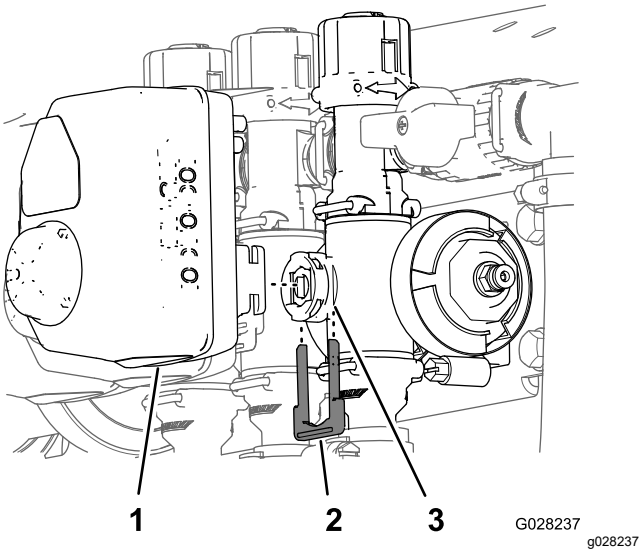

Figuur 67
3. Bewaar de borgclip waarmee de actuator is verbonden met de verdelerklep voor de klep voor de dosisregeling, menging, hoofdklep of spuitboomklep (Figuur 67).